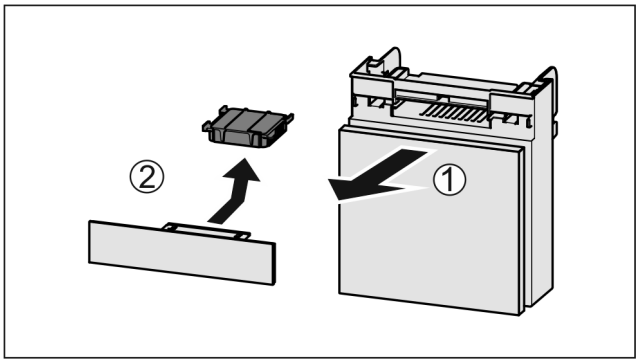

Fig. 156
▶ Extrageți *Fig. 156 (1)* compartimentul către înainte.
▶ Scoateți *Fig. 156 (2)* filtrul de cărbune activ.